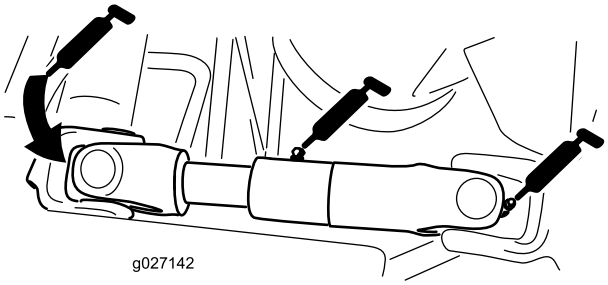

Figur 45
- Pumpedrivakslens kardanled (3) (Figur 45)